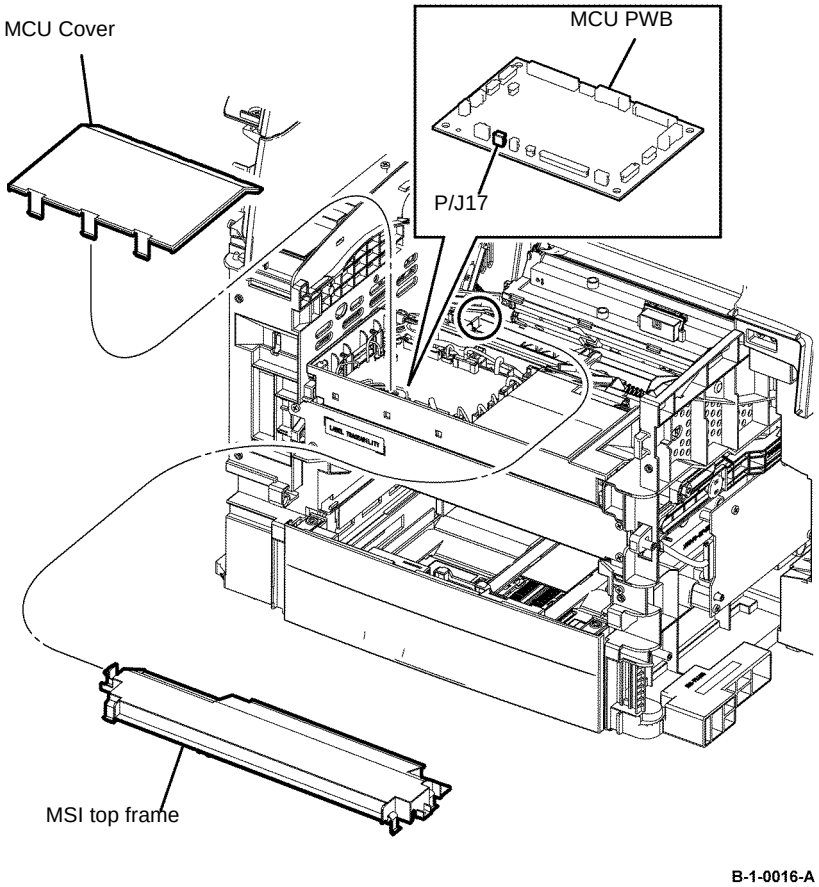

Figure 3 T21 exit clutch harness assembly release
14. Release the four hooks that fix the MSI top frame, then remove the MSI top frame, Figure 3.
15. Remove the MCU cover by releasing the hook. Disengage P/J17 from the MCU PWB, then release the harness of the T21 exit clutch assembly from the harness guide, Figure 3.